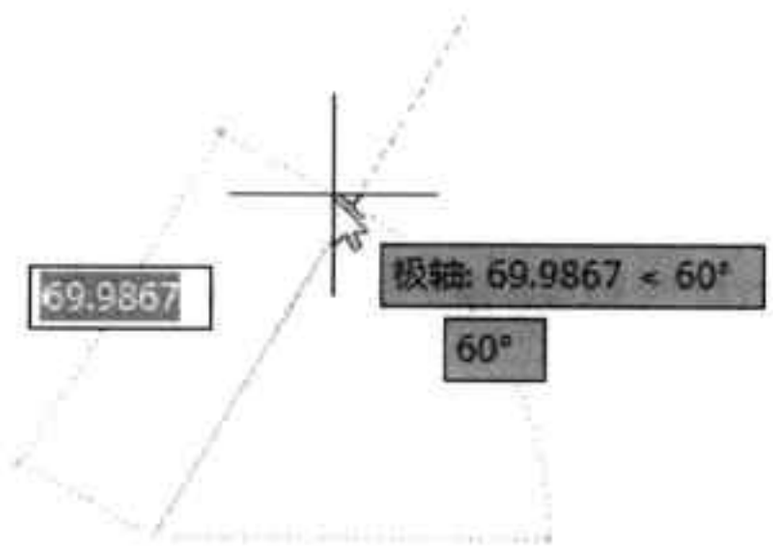

图4-14 绘制三角形一条边
Step 02 执行“默认>绘图>直线”命令，在绘图区中，指定线段起点，向上移动光标，此时在60°范围内显示一条辅助虚线，将光标沿着这条辅助线移动，并输入线段长度值为50，如图4-14所示。